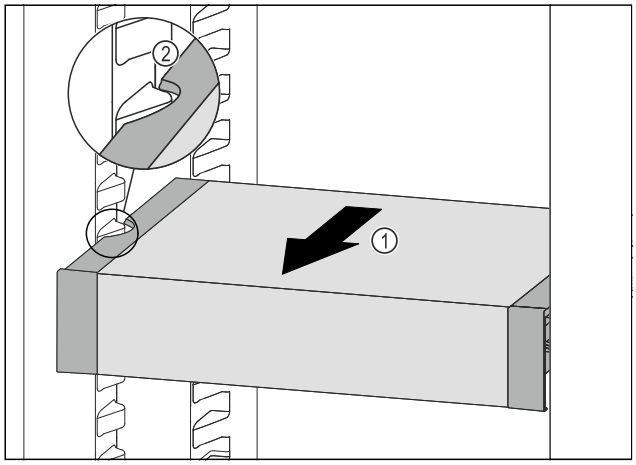

Fig. 148
▶ VarioSafe naar voren trekken *Fig. 148 (1)*, tot de uitsparingen aan de zijkant van de VarioSafe zich ter hoogte van de rib in het koelgedeelte bevinden. *Fig. 148 (2)*